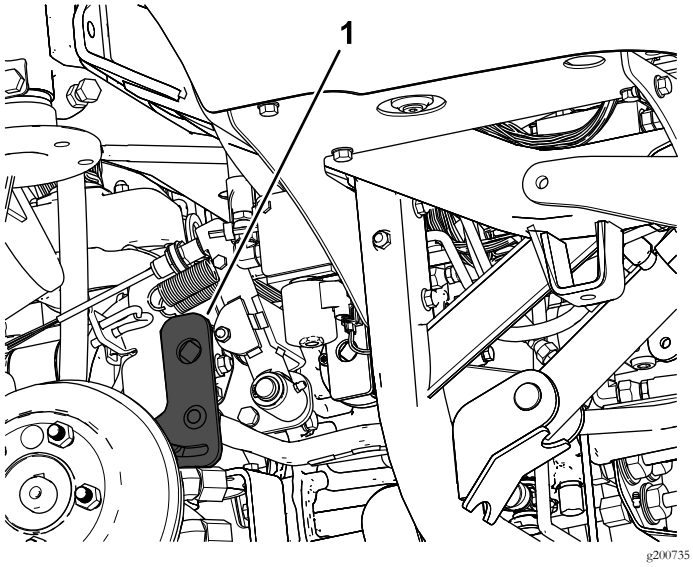

Figura 4
1. Localize e remova o braço da alavanca de tração (Figura 4).